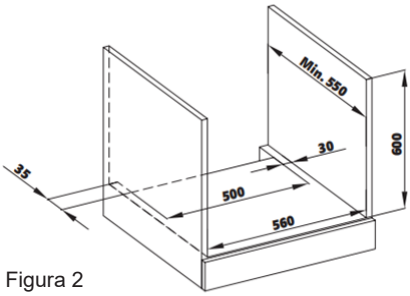

Figura 2
- O aparelho foi concebido de forma a caber nos balcões disponíveis no mercado. Deve ser deixado um espaço livre seguro entre o produto e as paredes ou o mobiliário da cozinha. Consultar os desenhos para obter as folgas adequadas. (ver figura 2,3) (os valores estão em mm).